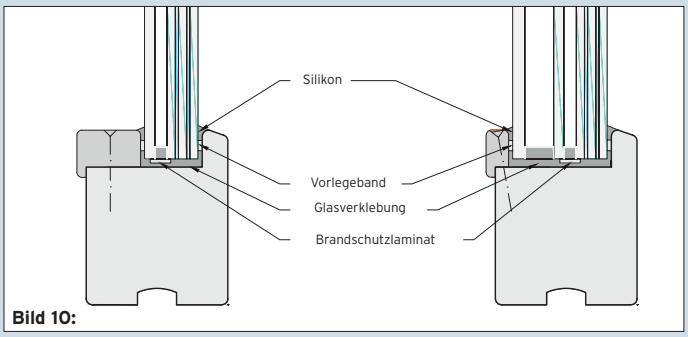

**Bild 10:**
*Zur Erfüllung der Anforderung RC2/RC3 müssen die Glasleisten zusätzlich mit Montageklebstoff mit dem Rahmenstock verklebt werden!* **(Bild 10)**